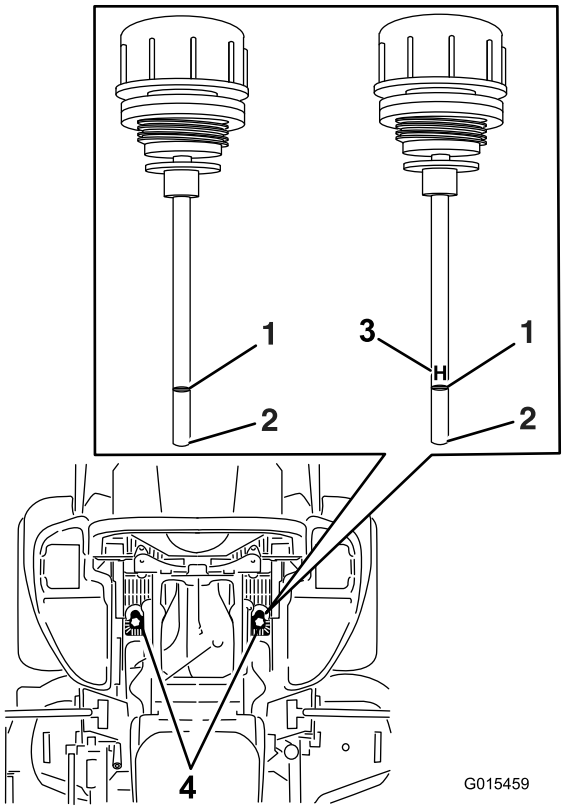

Figuur 79
6. Reinig het gebied rond de peilstokken van de reservoirs van het hydraulische systeem (Figuur 79).
7. Verwijder een van de peilstokken uit het hydraulische reservoir (Figuur 79).
9. Neem de peilstok eruit en bekijk het uiteinde (Figuur 79).